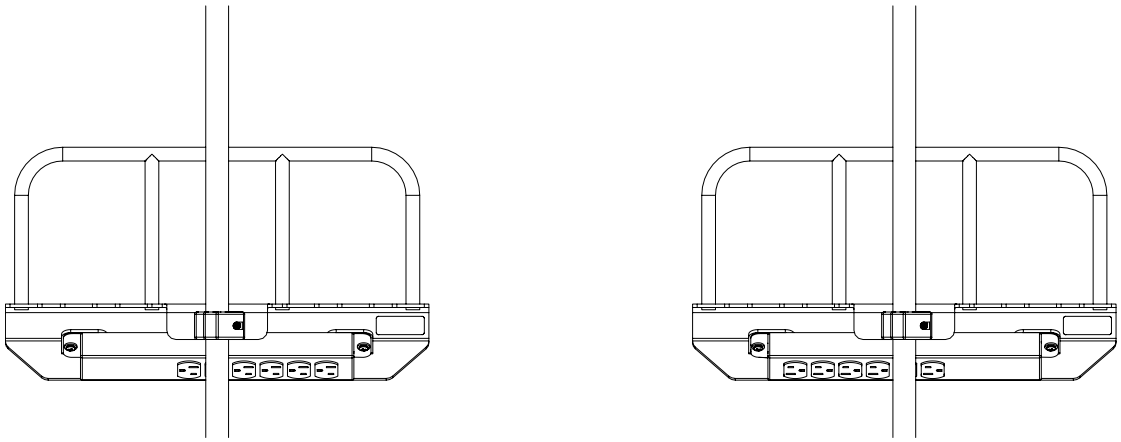

Figure 20: Power bar orientations
4. Determine the orientation of the outlets for the installation of your power bar (Figure 20).